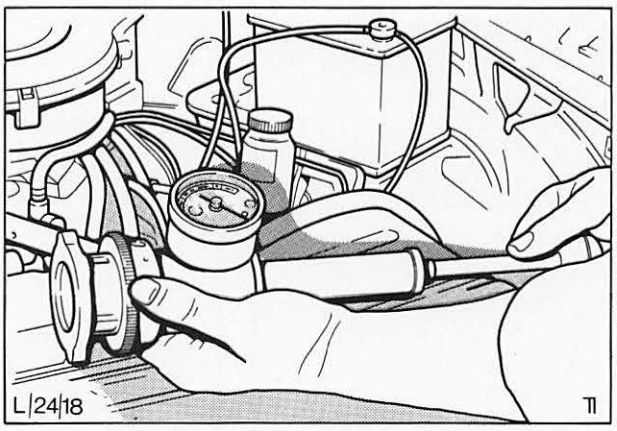

Abb. 50 Kühler-Verschlußdeckel auf Funktion prüfen
3. Erforderliche Preßstücke montieren und Verschlüsse vom Kühler und Ausgleichbehälter druckprüfen. Höchsten erreichbaren Dauerdruck ermitteln, Abb. 50. Die vorgeschriebenen Druckentlastungswerte sind in den Verschlußklappen eingestanzt.